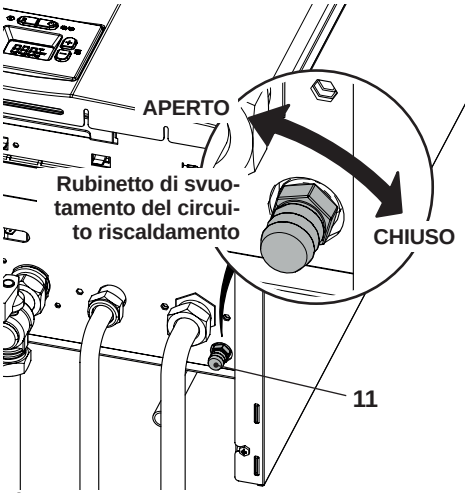

Figura 9.4
- Allentare il rubinetto di svuotamento del circuito riscaldamento 11 indicato in Figura 9.4.